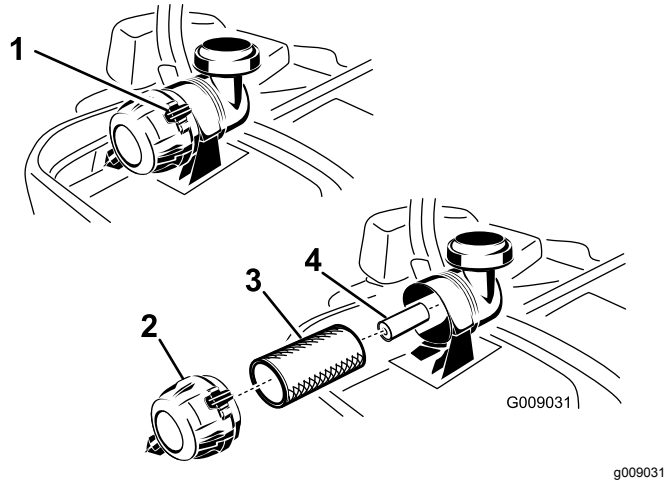

Figura 52
3. Presione hacia abajo para abrir los enganches del limpiador de aire y tire de la tapa de la entrada de aire para separarla del cuerpo del limpiador de aire (Figura 52).
5. Extraiga con cuidado el filtro primario de la carcasa del limpiador de aire (Figura 52). Evite golpear el filtro contra el lado de la carcasa.
1. No limpie el filtro de papel, cámbielo (Figura 52).
2. Si va a cambiar el filtro secundario, deslícelo cuidadosamente en el cuerpo del filtro (Figura 52).
3. Deslice cuidadosamente el filtro primario por encima del filtro secundario (Figura 52).
5. Instale la tapa del limpiador de aire y gírela hasta que los enganches la bloqueen en su sitio (Figura 52).